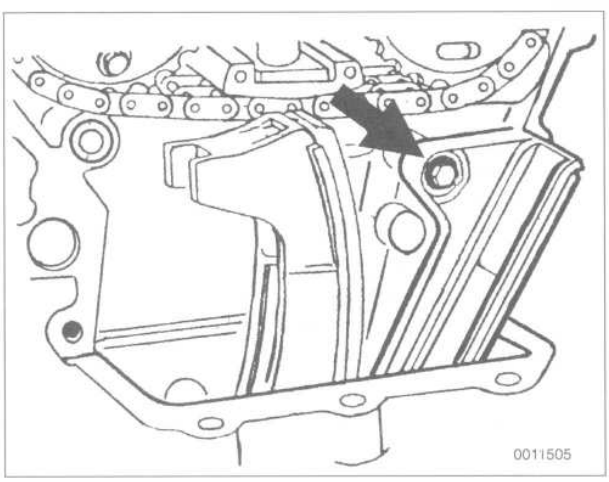

Fig. 52. Timing chain inner guide rail mounting bolt (**arrow**).
18. Remove upper bolt from inner timing chain guide rail. See Fig. 52.